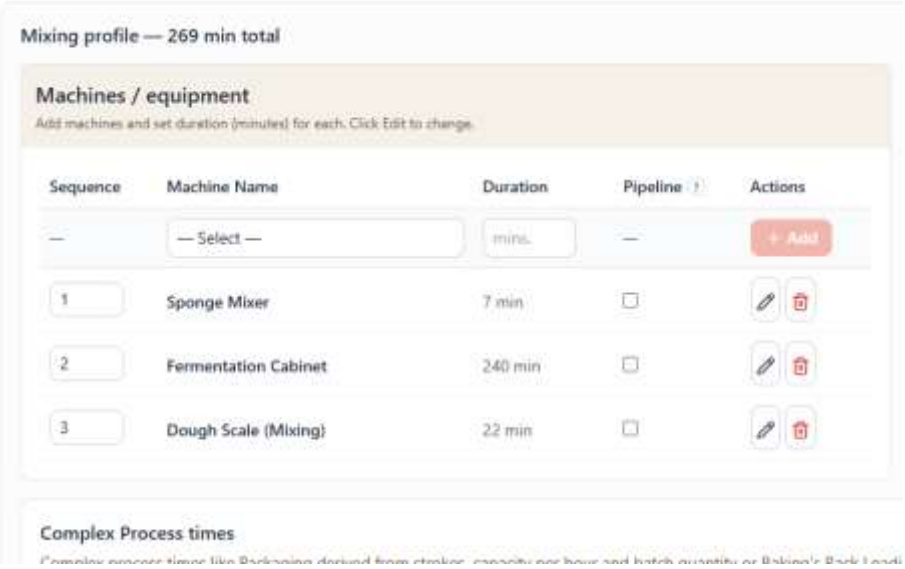
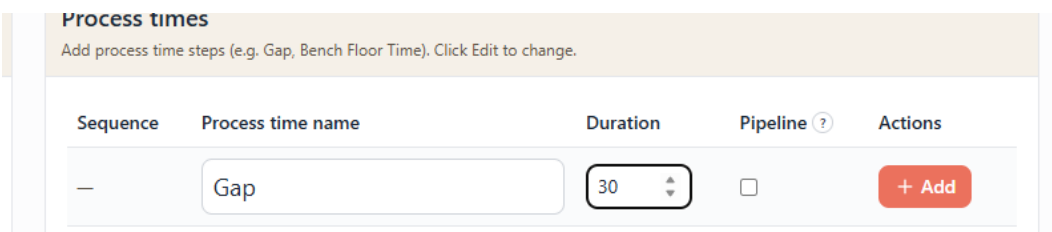
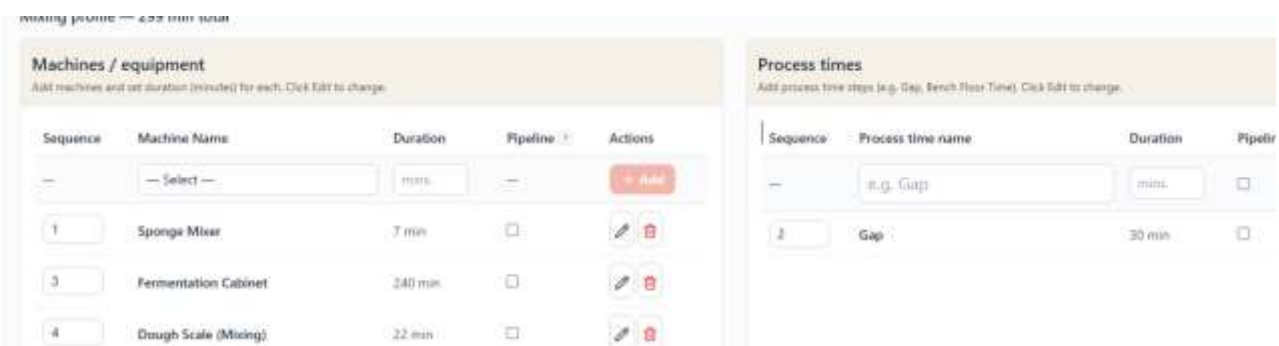

Figure 36: Machine/Equipment section of Process Profile filled
Figure 37: Process times section of Process Profile filled
Figure 38: Machine/Equipment & Process times section Sequence Value Re-Arranged
To create Timing Variables inside Machine/Equipment Section of Selected Process Tab from Process Chain Line (per Process), see Figure 36 how fields are filled. Upon
- **Sequence** – this column is important for this decides the sequence of Process Steps inside the Per Process Profile. The Sequence column's value are numerical & follows ascending logic, meaning, User doesn't just create Timing Variables but considers its flow inside Per Process Profile, in this case, Figure 36 is Mixing Process Profile. **This matters for Live View Page**.
- **Machine Name** – the values under this are based on the steps inside the Process where in case of Figure 36, The Mixing Process consist of having Sponge Mixing done via Sponge Mixer Machine, Fermentation Stage where Fermentation Cabinet is used & Mixing Time using Dough Scale for Mixing.
- **Duration** – the values under this are based on the steps inside the Process where in case of Figure 36, The Mixing Process consist of having Sponge Mixing done having 7 minutes process time, Fermentation Stage where process time is 240 minutes & Mixing Time around 22 minutes. This makes the current Total Timing of Per Process Profile (e.g. Mixing Profile Process)
Step 9: Still inside the Production Page & fill out Mixing Profile's Process times card section w/the Process' (Selected Tab) Timing Variables same on Step 8 but not Machines but Timing Variables that are not Machine/Equipment Influenced. In the Process time name, it's not a drop down but a text field where you have to name the process time depending on the User as seen in Figure 37 (e.g. Mixing Process has this "Gap" w/c is a waiting time). Timing Variables added in this section also is related to the Sequences of the Machine/Equipment section, meaning, User can declare a Timing Variable on this side to be Sequence #2 & that makes value 2 unable to be used again even on Machine/Equipment section (In our example Figure 36, 37, Mixing Profile's step sequence is Sponge Mixing then Gap then Fermentation Stage then Mixing time meaning we have to modify the Sequence # value of both section since its Sponge Mixing then Fermentation Stage then Mixing time then Gap w/c is wrong, See Figure 38).